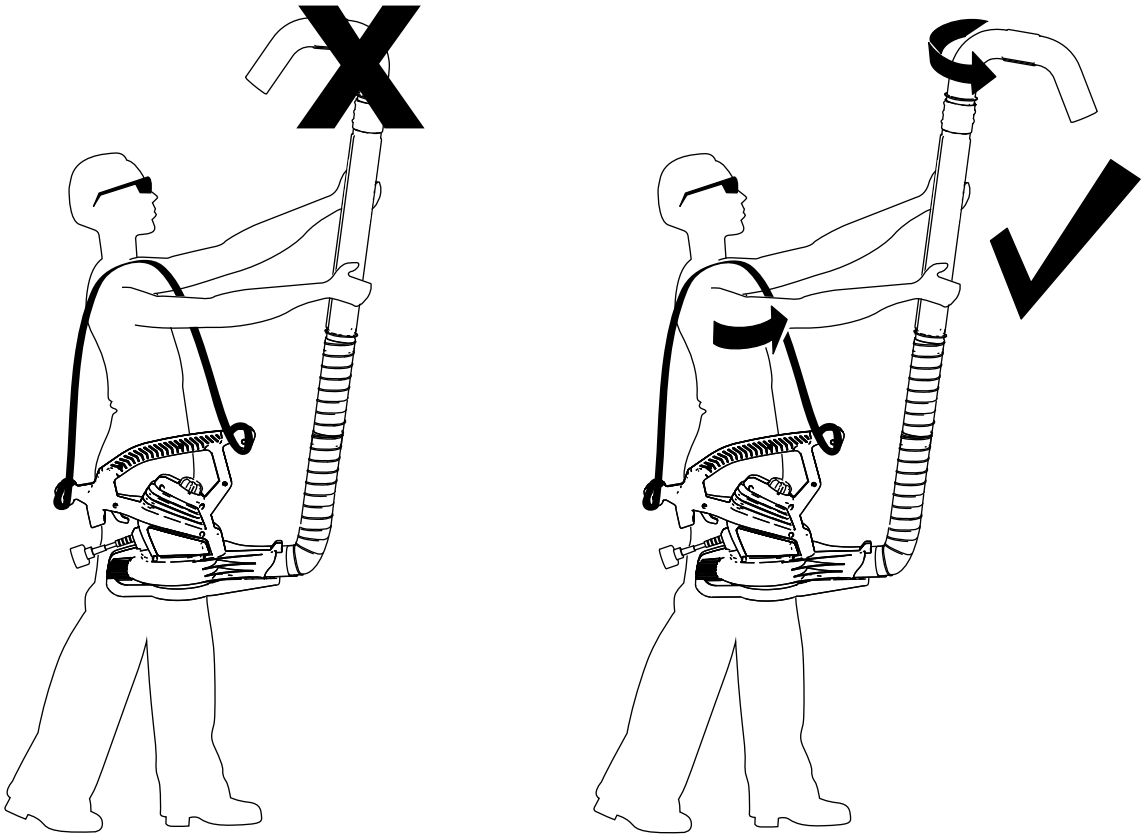

Figur 4
1. Håll röret med båda händerna. Se till att blåsaren ligger mot dina höfter, att munstycket är vänt utåt och att insuget är vänt mot marken (Figur 4).